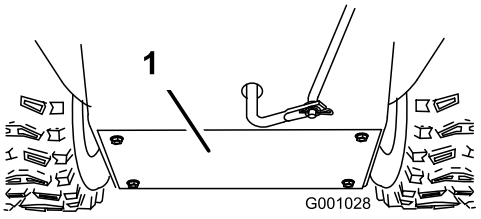

Figur 50
3. Fjern bakdekslet (Figur 50).